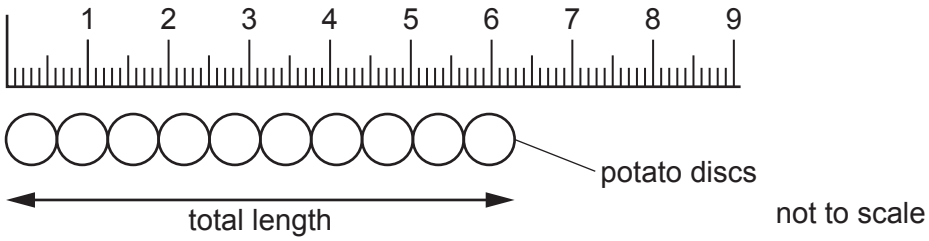

Fig. 1.2
Step 4 Place 10 potato discs in a line next to a ruler, as shown in Fig. 1.2.
Step 9 Remove the 10 potato discs from beaker **S1** and put them onto the white tile, line them up along the ruler, as shown in Fig. 1.2.